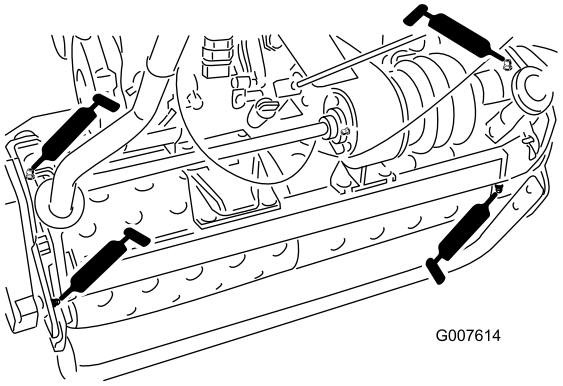

Bild 15
- 2 an den Trommelachsen (Bild 15)
- 3 am Differenzial (Bild 15)